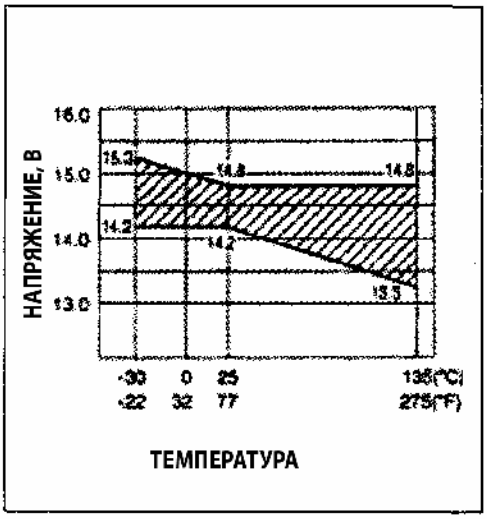

Рис. 235
Нормальное напряжение: 14.2-14.8V при 25$^{O}$C (Рис. 235).
**Необходимо учитывать зависимость напряжения от температуры, как показано на рисунке слева (Рис. 235).**